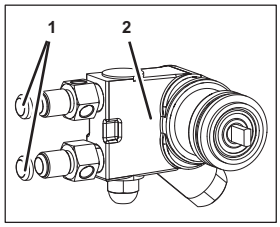

Fig. 45
5. Replace the seals (Fig. 45/1) of the carbonator pump (Fig. 45/2).